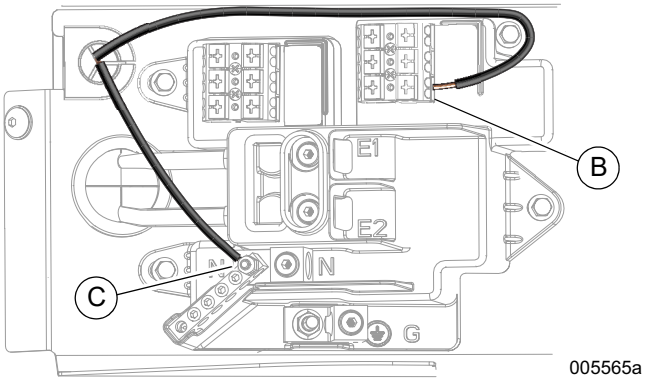

Figure 13. Input Sense Terminal Block
2. See *Figure 13*. Connect heater lead wires to T1 terminal (B) and Neutral stud (C) as shown.